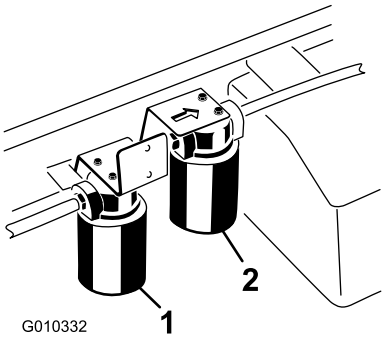

Figura 74
3. Collocate una bacinella di spurgo sotto il filtro, e togliete il filtro (Figura 74).
1. Pulite la superficie circostante il filtro ad alto flusso (Figura 74).